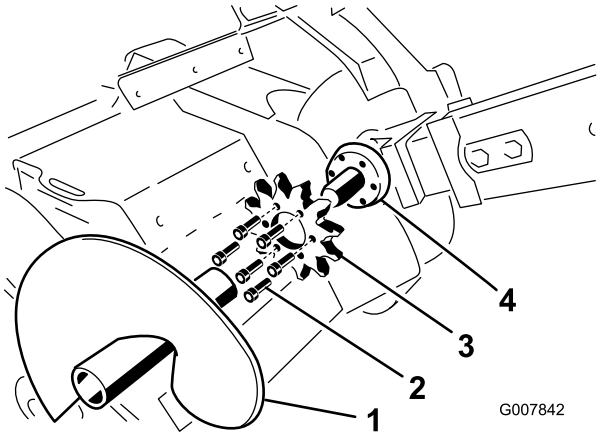

Bild 61
3. Entfernen Sie die Schuttschnecke (Bild 61).
8. Entfernen Sie die 6 Schrauben, mit denen das Antriebsrad befestigt ist (Bild 61).
9. Entfernen und entsorgen Sie das Antriebsrad (Bild 61).
10. Reinigen Sie die Montagefläche des Antriebsrad am Grabenzieher (Bild 61).
11. Schieben Sie das neue Antriebsrad auf die Welle (Bild 61).
12. Drehen Sie die 6 Schrauben handfest in das Antriebsrad (Bild 61).